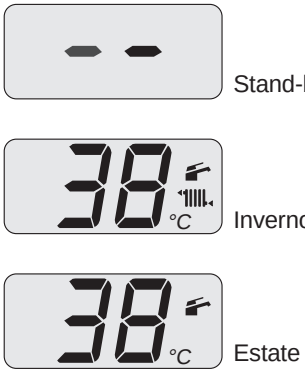

Figura 2.2
- Alimentate elettricamente la caldaia azionando l'interruttore bipolare previsto in installazione. Il display LCD visualizza lo stato in cui si trova la caldaia (ultimo memorizzato) Figura 2.2.